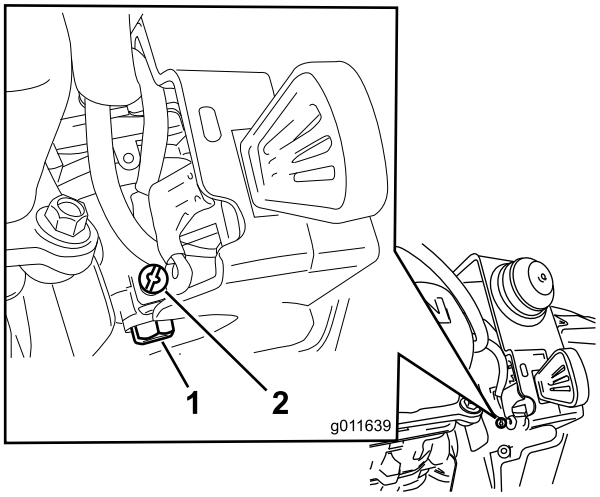

**Rysunek 30**
A. Odkręć, ale nie wyjmuj, mały wkręt z boku komory gaźnika (Rysunek 30), aż zacznie z niego wypływać paliwo. Spuść paliwo do atestowanego kanistra.